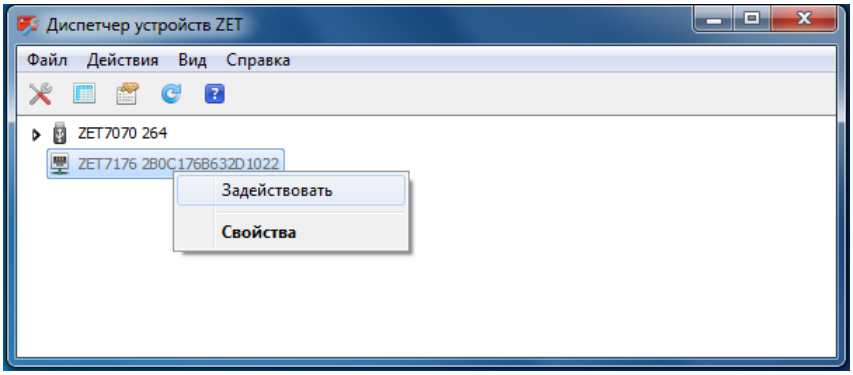

Рисунок 16
7. Убедиться в том, что в окне программы «Диспетчер устройств ZET» отображаются идентификаторы подключенных преобразователей интерфейса. Преобразователи интерфейса моделей ZET 7076 и ZET 7176 для своей работы требуют дополнительной активации (задействования) — это делается через контекстное меню, которое вызывается нажатием правой кнопки мыши по идентификатору устройства (Рисунок 16).